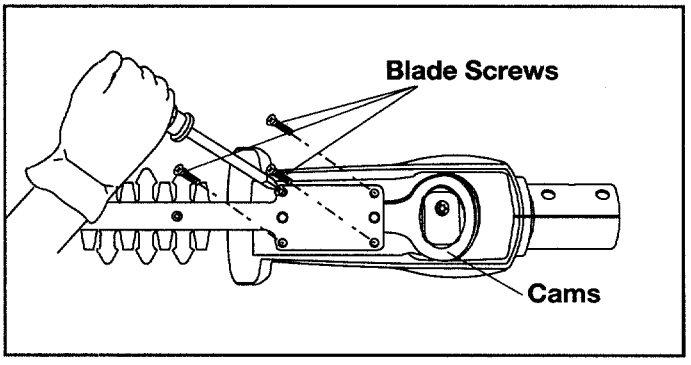

Fig. 9
3. Align the cams (Fig. 9).
4. Remove the four (4) blade screws (Fig. 9).
2. Align the cams (see Fig. 9).